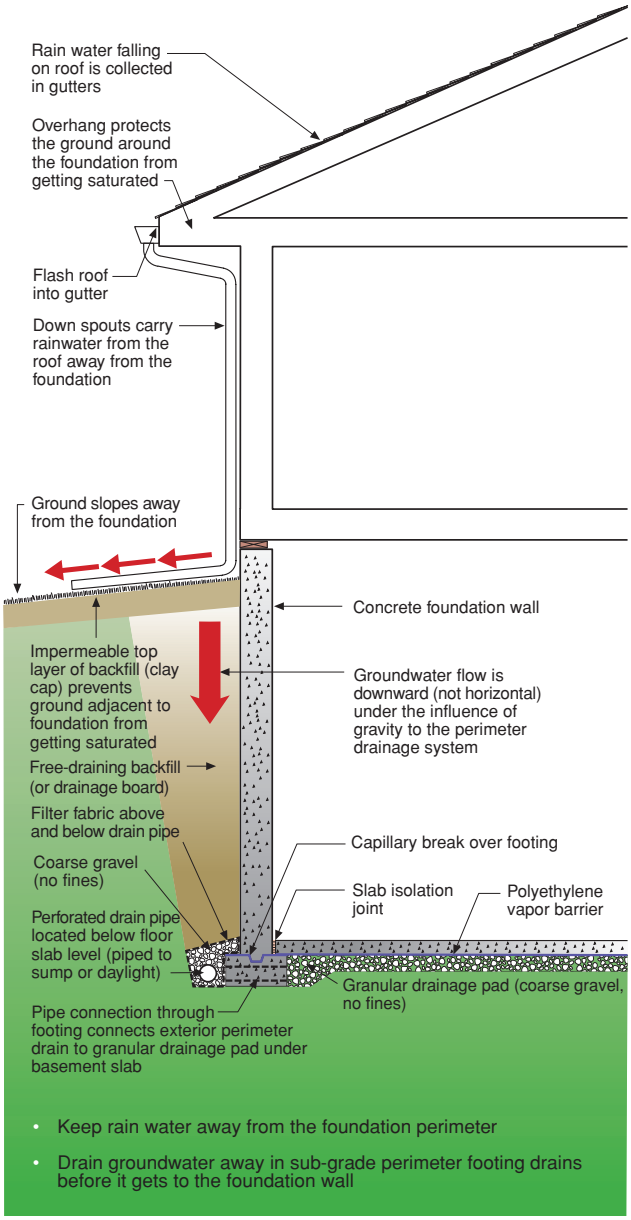
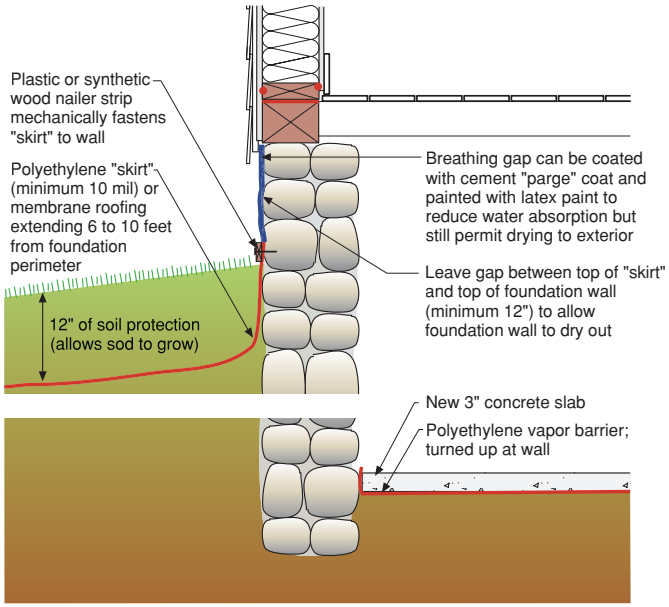
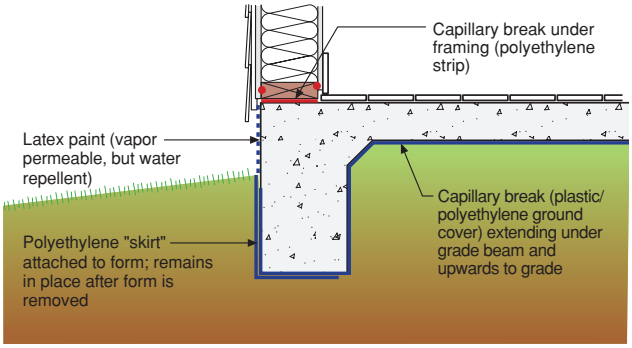
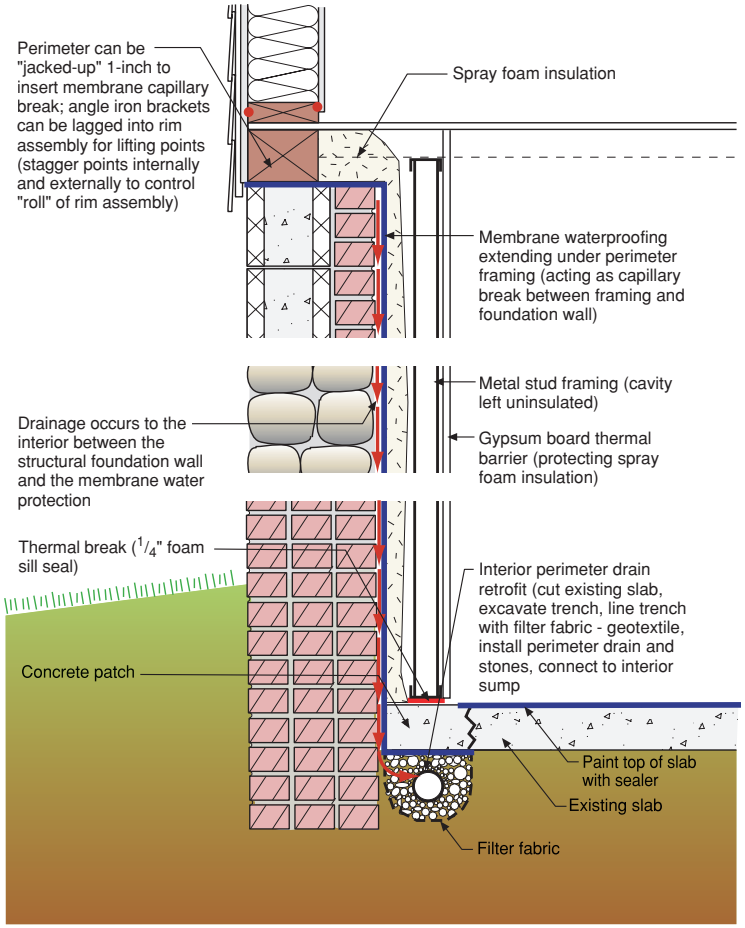

Figure 8a
Figure 9
## Figure 13
## Figure 14
The fundamental principles of groundwater control are to keep rainwater away from the foundation wall perimeter and to drain groundwater with sub-grade perimeter drains before it gets to the foundation wall. This applies to slabs, crawlspaces and basements (see **Figures 8a, 8b** and **8c**) regardless of whether they are newly constructed or undergoing rehabilitation (see **Figure 9**).
Interior perimeter drainage can also be used in new construction — particularly where impermeable rigid insulation is used on the interior of the foundation wall. This allows rigid insulation of greater than 1-inch to be used. And, if foil-faced rigid insulation is used — with the appropriate flame-spread and smoke-developed rating — it can be left exposed (i.e. interior gypsum board does not have to be installed as thermal barrier for fire protection. See **Figure 14**).
However, in renovations, exterior perimeter drainage may not be present or may not be practical or possible. In such cases, interior perimeter drainage can be used and connected to an interior sump pump. Interior sump pits/crocks must be fitted with airtight gasketed covers to prevent soil gas entry. This interior perimeter drainage may be combined with an interior drainage layer. Where an interior drainage layer is used, it must be gas tight and vapor tight relative to the interior (see **Figure 13**). Another technique is to use an exterior impermeable material to minimize rain and groundwater entering below grade spaces (see **Figure 9**).
- Thicker foam can be used if drainage is provided between the foam and the foundation wall (see Figure 14)
in any climate as it prevents drying to the interior. The exception to this interior vapor barrier in basements rule is where drainage is provided between the interior vapor barrier and the assembly (i.e. exterior to the vapor barrier – see **Figure 13 — Interior Drainage: Renovations** and **Figure 14 — Interior Drainage: New construction**).
Impermeable interior finishes should be avoided, such as vinyl wall coverings or oil (alkyd) based paints. In a similar vein, vinyl floor coverings should be avoided on basement floor slabs or on slab-on-grade construction unless a low water-to-cement ratio concrete is used (less than 0.45) installed directly over a polyethylene vapor barrier – and only where slab edges are protected from capillary water (see **Figure 13 – Capillary Control For Monolithic Slab**).